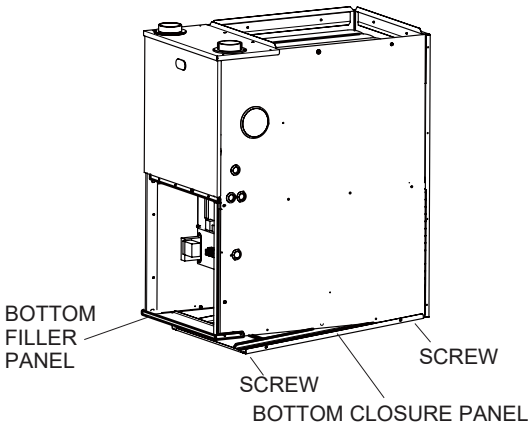

Fig. 6-1 Removing Bottom Closure Panel
1.Tilt or raise furnace and remove the screw holding bottom filler panel. (See Fig. 6-1.)